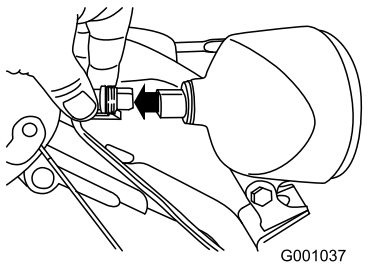

Bild 55
1. Nehmen Sie den Kabelanschluss hinten am Scheinwerfer ab (Bild 55).